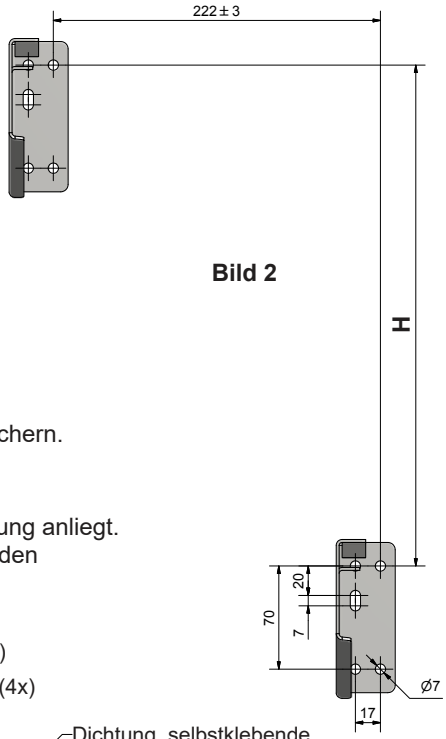

Bild 2
1. Bringen Sie die mitgelieferten Wandhalterungen gemäß Bild 2 an.